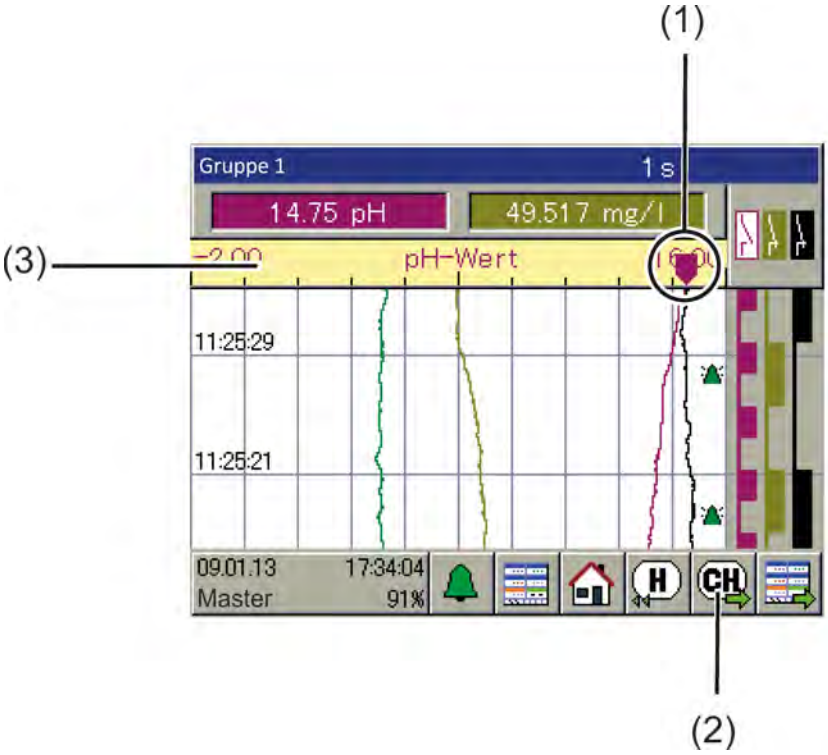
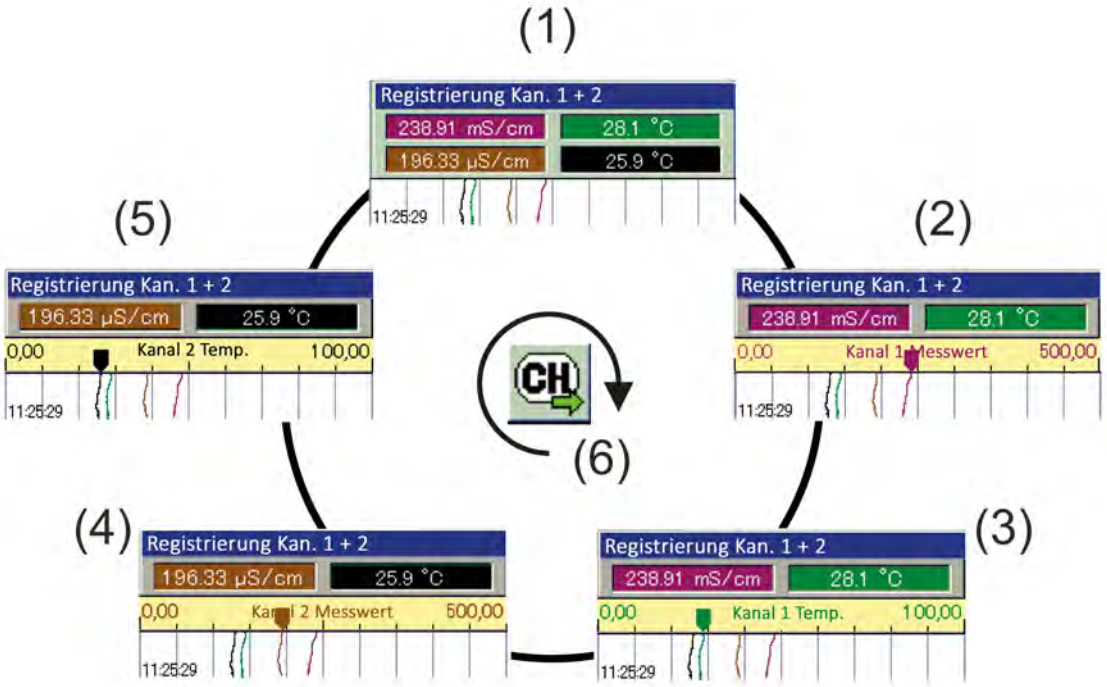

Abb. 49: Stiftansicht
Abb. 50: Stiftansichten durchblättern
Siehe Abb. 49 bzw. Abb. 50 .
Mit der Schaltfläche „Kanal-Weiterschaltung“ (siehe Abb. 49 (2)) werden die einzelnen Messungen der jeweiligen Gruppe hervorgehoben.